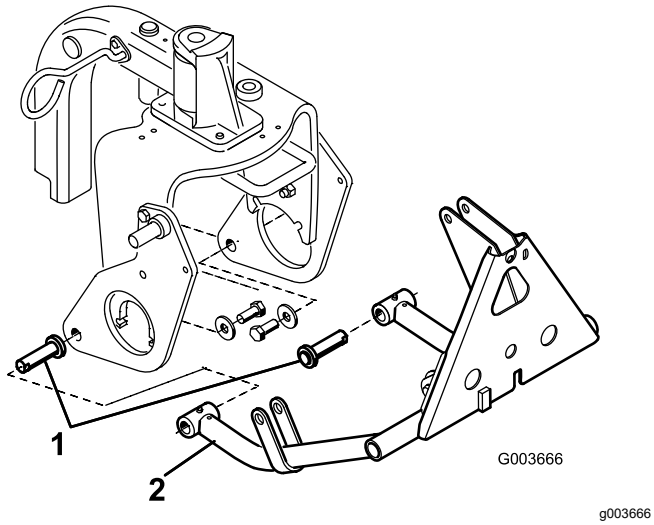

Figure 14
3. Insert a cylinder pin into each push arm tube as shown in Figure 14.
4. Insert the push arm tubes onto the right and left plow plates aligning the cylinder pin guides with the holes in the plow plates (Figure 14).
5. Mount each cylinder pin to each plow plate with a bolt (5/8 x 1-1/2 inches) and a washer (1.68-inch outside diameter x 0.65-inch inside diameter) as shown in Figure 14.